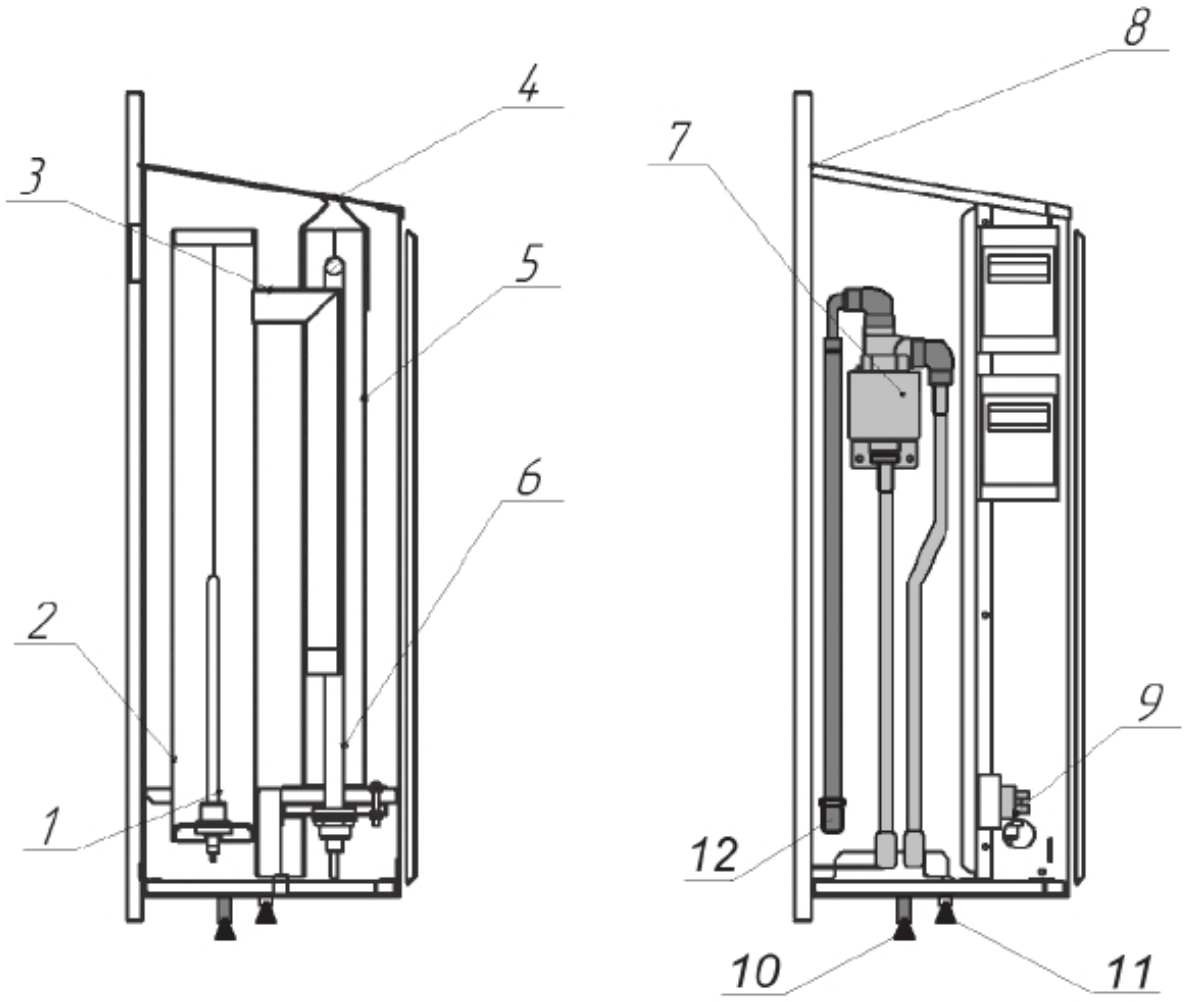
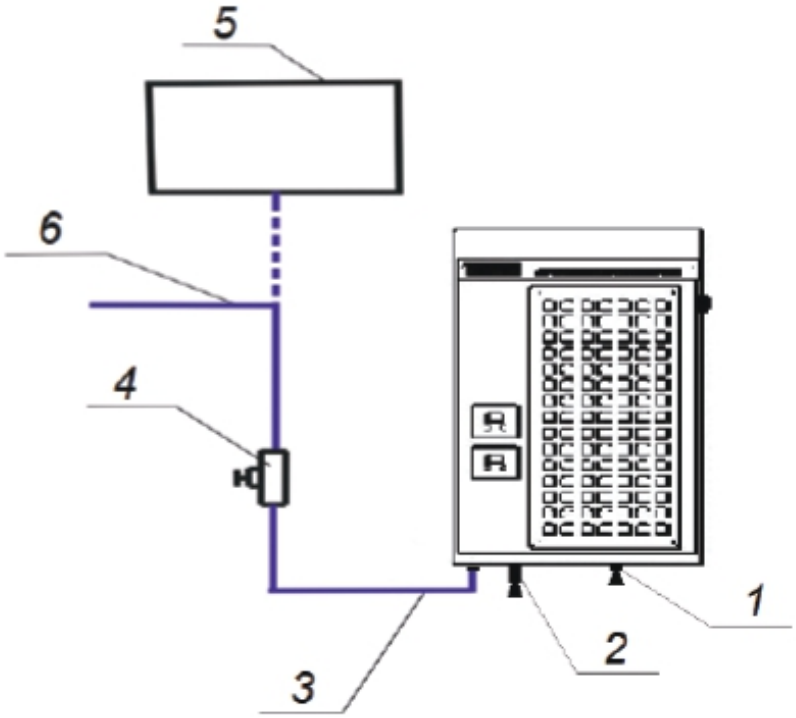

Рис. 2. Внешний вид электропечи 3/220 ; 5/ 220 в разрезе
Рис. 5
Рядом с теплоизолированной ёмкостью для воды (поз. 2, рис. 2) проходит вертикальный короб (поз. 5, рис. 2), внутри которого установлен ТЭН (поз. 6, рис. 2). Нагрев воды до состояния кипения происходит за счет нагрева ТЭНа (поз. 1, рис. 2) расположенного в ёмкости для воды. Внутри короба (поз. 5, рис. 2) имеются паропроводящие каналы (поз.3, рис. 2), по которым пар подается в нижнюю часть короба, где смешивается с воздухом, поступающим в короб снизу. За счет конвективных потоков паровоздушная смесь устремляется вверх, нагреваясь максимально до температуры 300-330 °С и выбрасывается в помещение через форсунку (поз. 4, рис. 2). Заполнение емкости и ее дальнейшее пополнение водой осуществляется в автоматическом режиме через клапан с встроенным в него вводным фильтром (поз. 7, рис. 2).
ЭГПП и ПУ соединяются термостойким кабелем соответствующего сечения, через контактные винтовые зажимы, расположенные в ПУ и ЭГПП (поз. 9, рис. 2).
1.4.7 Обеспечение ЭГПП водой осуществляется от внешней системы водоснабжения. Подача воды осуществляются через заливной шланг (поз. 12, рис. 2; поз. 3, рис. 5) и шаровой клапан (поз. 7, рис. 2), слив – через металлическую трубку с силиконовым шлангом, идущим в комплекте, и силиконовой пробкой (поз. 10, рис. 2; поз. 2, рис. 5). Металлическая трубка с силиконовой пробкой (поз. 11, рис. 2; поз. 1, рис. 5) используется для слива конденсата из конденсатосборного бачка.
2.1.2.5 Подключить ЭГПП с помощью гибкого шланга (поз. 3, рис. 5) к водопроводной сети (поз. 6, рис. 5) или накопительному баку (поз. 5, рис. 5) расположенному в смежном помещении. Рекомендуется устанавливать накопительный бак на высоте не менее 1 м от верха ЭГПП. Перед ЭГПП следует установить запорный кран (поз. 4, рис. 5). Для предотвращения образования известковых отложений, значение жесткости воды должно находиться в диапазоне от 0,5° до 5 °F. Рекомендуется использование специальной установки – деминерализатора (с обратным осмосом).
2.2.2.1 Закрыть пробку слива воды (поз.10, рис. 2) и пробку слива конденсата (поз. 11, рис. 2), открыть заливной кран (поз. 4, рис. 5)
2.2.2.4 Интенсивность кипения воды в баке парогенератора и температура нагрева паровоздушной смеси регулируются с помощью кнопок индикаторов «STEAM» и «WATER». Индикаторы указывают процентное отношение включенной мощности от 0% до 100%. Пользуясь кнопками индикаторов установите в процессе сеанса комфортный для вас температурно- влажностный режим в помещении. При низких температурах паровоздушной смеси, т.е. при низких показаниях на «STEAM», возможно образование конденсата, который будет собираться в конденсатосборном бачке, емкостью 300 мл. При его переполнении, что происходит крайне редко, (появление капель на дне ЭГПП) необходимо вынуть силиконовую пробку (поз. 1, рис. 5) и слить конденсат в подготовленную емкость.